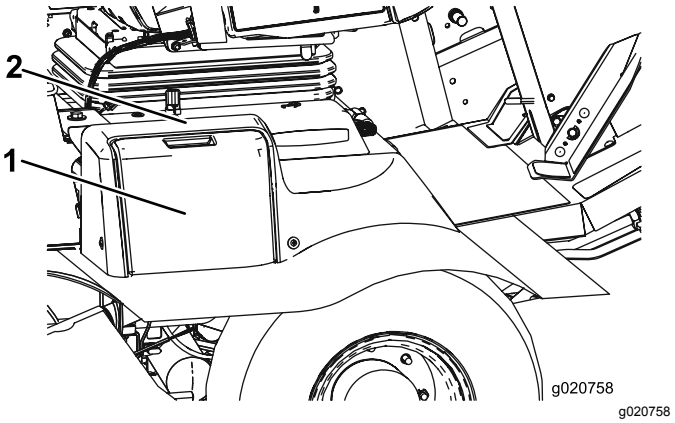

Figuur 77
1. Open het accudeksel aan de zijkant van het scherm (Figuur 77).
Opmerking: Druk op het vlakke deel boven het accudeksel om het deksel gemakkelijker te kunnen wegnemen (Figuur 77).